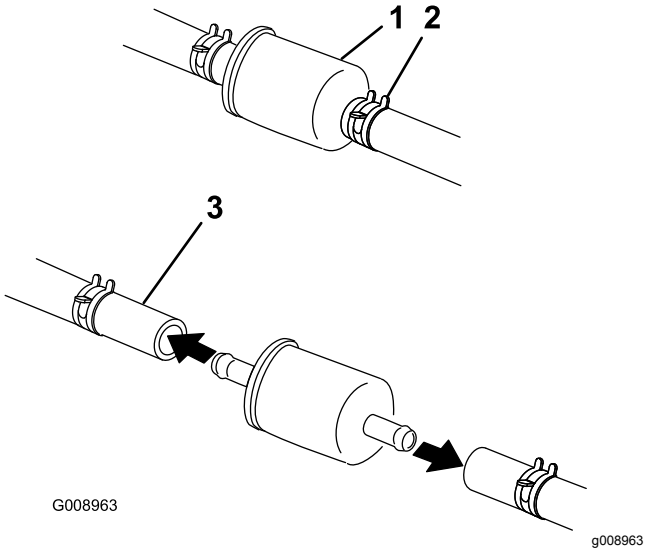

Figur 42
4. Kläm ihop ändarna på slangklämmorna och dra bort dem från filtret (Figur 42).